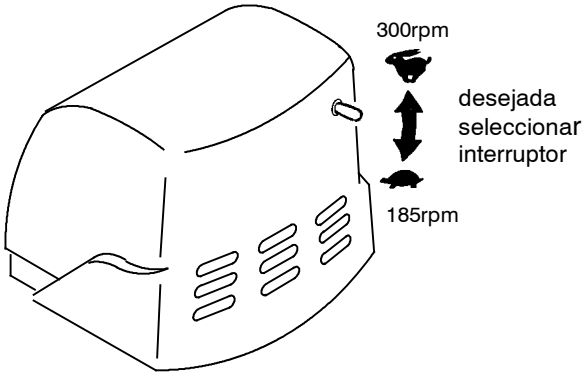

FIG. 3
2. Para os modelos com dupla velocidade seleccionar a velocidade do motor desejada. A posição do interruptor em baixo (185 rpm) para lavagem/desmontagem ou a posição do interruptor para cima para vaporizar a cera (Fig. 3).